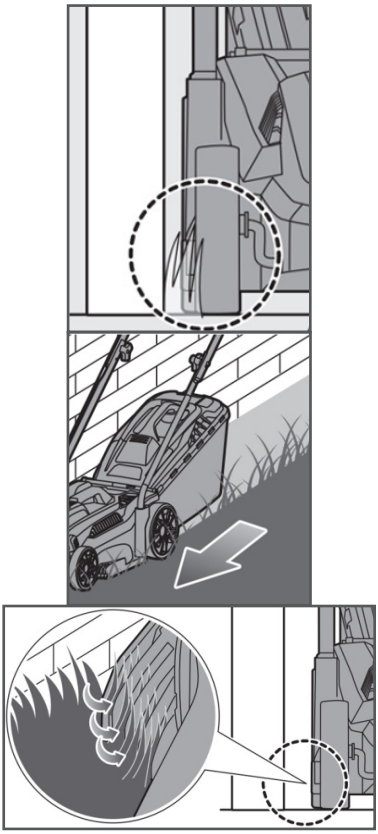

Рис. 11 Положение газонокосилки при кошении у стены.
9. Будьте осторожны при кошении травы у таких препятствий, как ограждение, стена и т.п. Защитные выступы на корпусе газонокосилки позволяют сделать это аккуратно (Рис. 11).